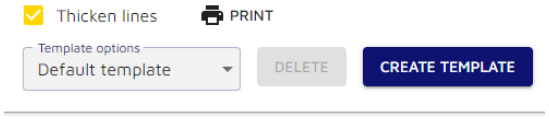

Figure 3.17
2. Scroll to the bottom of the page, and click the **Default template** drop-down (Figure 3.17)